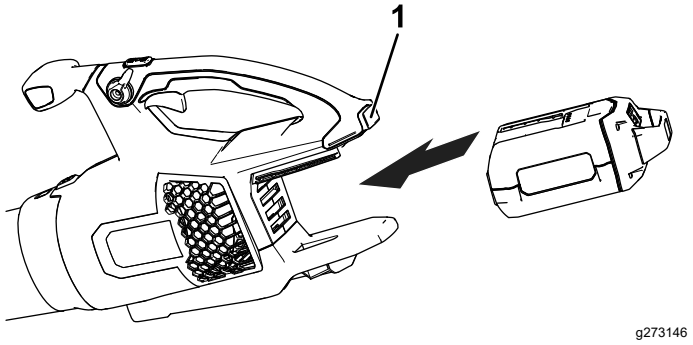

**Figura 6**
2. Alinee el hueco de la batería con la lengüeta del alojamiento de la empuñadura (Figura 6).
3. Sujete la empuñadura e introduzca la batería en la empuñadura hasta que el cierre se bloquee en su sitio (Figura 6).